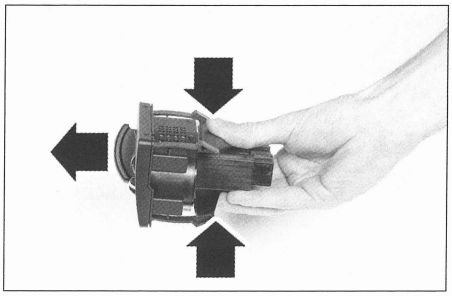

FIG. 42
- el mando de iluminación **(fig. 42)**.